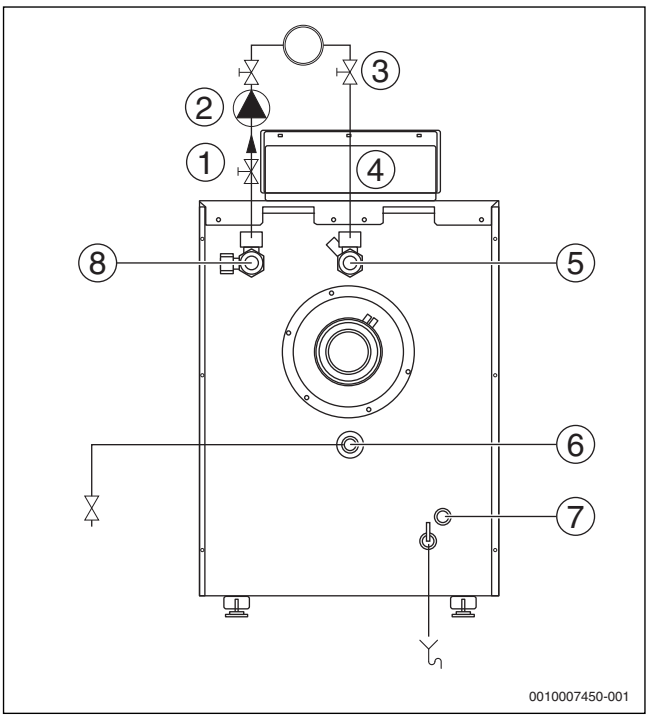

Bild 14 Anschlussschema Hydraulik
▶ Ausdehnungsgefäß (AG) zur Anlagendruckhaltung im Rücklauf vor der Pumpe bauseits installieren (→ Bild 14, Seite 14).